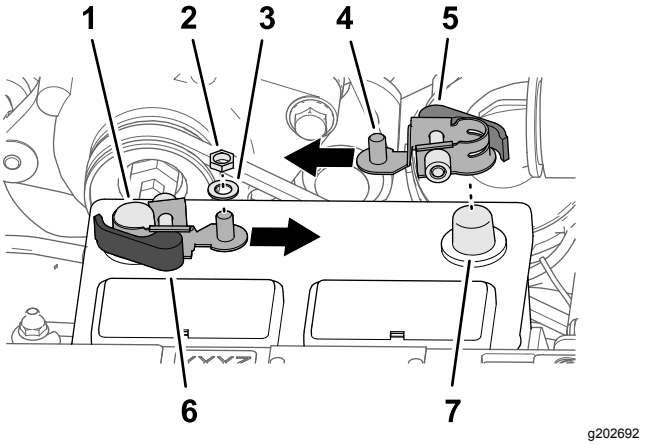

Figur 209
1. Afmonter de sekskantede møtrikker og spændeskiver fra lyntilslutningsklemmernes røde og sorte håndtag (Figur 209).
3. Monter lynfrakoblingsklemmerne på batteriets minuspol med den gevindskårne stang på klemmen, der er rettet ind mod midten af batteriet som vist i Figur 209.